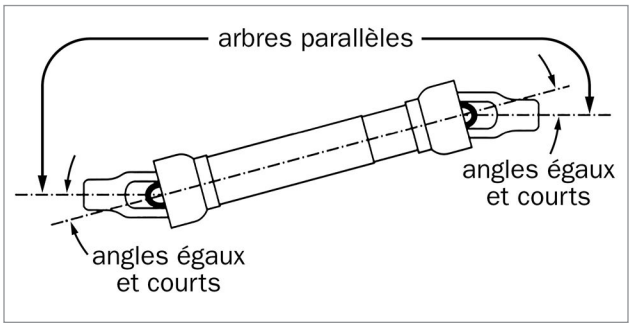

Figure 3. Pour assurer un bon alignement de l'arbre de prise de force, il faut des points de raccordement parallèles et des angles courts.
- Bien aligner l'arbre de prise de force (figure 3).